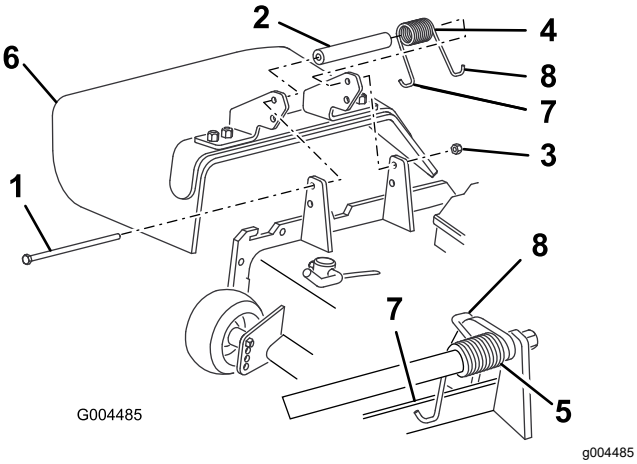

**Rysunek 27**
2. Odkręć przeciwnakrętkę, śrubę, sprężynę i element dystansowy mocujące deflektor do wsporników osi obrotu (Rysunek 27). Zdemontuj uszkodzony lub zużyty deflektor trawy.
3. Umieść element dystansowy i sprężynę między wspornikami nowego deflektora trawy (Rysunek 27). Zahacz lewą wygiętą końcówkę sprężyny o krawędź zespołu tnącego.
**Informacja:** Przed przykręceniem śruby w sposób pokazany na Rysunek 27 upewnij się, że lewa końcówka sprężyny jest zahaczona o krawędź zespołu tnącego.
4. Zamocuj śrubę i nakrętkę. Zahacz prawą wygiętą końcówkę sprężyny o deflektor trawy (Rysunek 27).